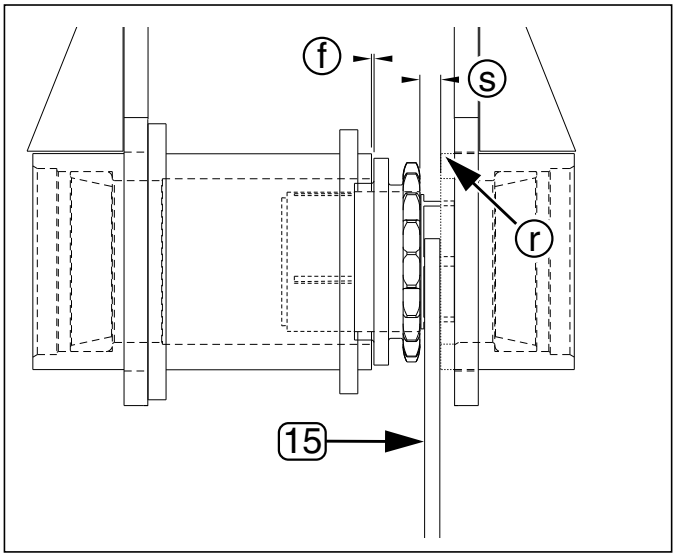
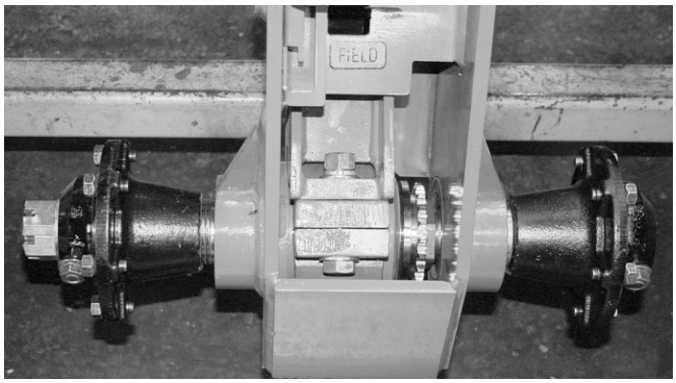

Figure 22 29471
Figure 26 29470
Refer to Figure 22
Refer to Figure 26 and Figure 22 on page 14
70. Observe the position of the new sprocket in the weldment. Compare the clearances to the target values in ***Figure 22***.